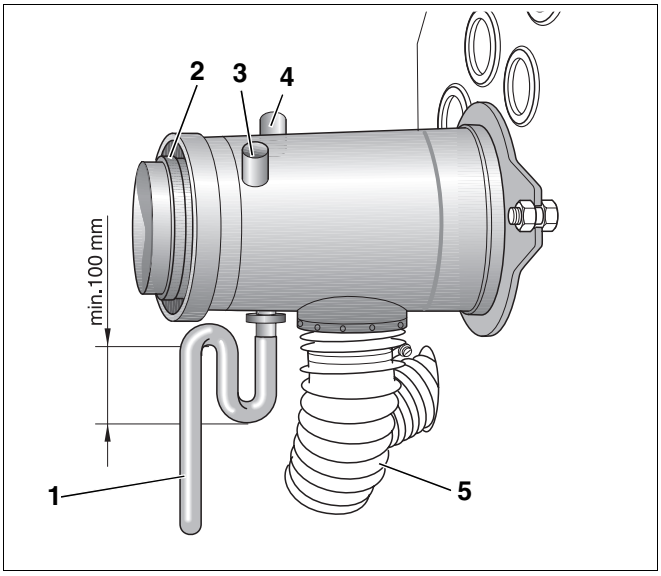
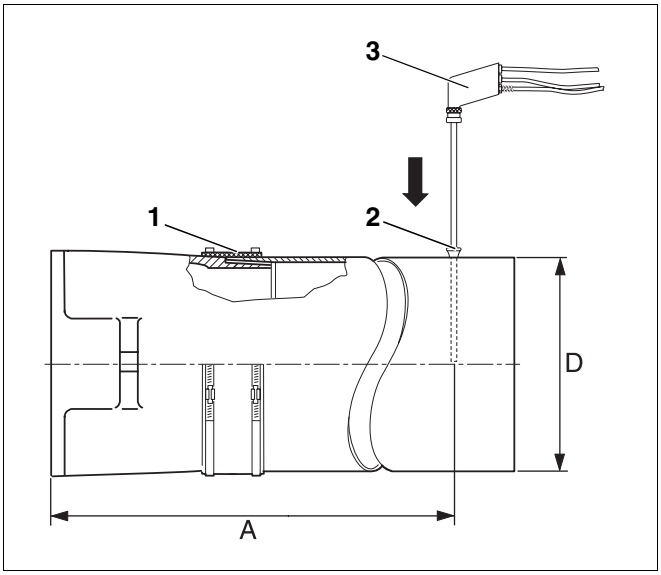

Abb. 21 Luft-Abgas-Anschlussstutzen
Abb. 22 Messwerte aufnehmen
Die Messungen erfolgen grundsätzlich im Abgasrohr (Abb. 22) oder im Luft-Abgas-Anschlussstutzen (Abb. 21).
Die Messöffnung (Muffe; Abb. 22, **Pos. 2**) sollte im Abstand „A“ (ca. 2 × Durchmesser Abgasrohr „D“) vom Abgasstutzen angebracht werden (Abb. 22). Wenn die Abgasanlage unmittelbar nach dem Heizkessel mit einem Bogen angeschlossen ist, muss vor dem Bogen gemessen werden.
Wir empfehlen Ihnen, eine Abgasrohr-Abdichtmanschette (Abb. 22, **Pos. 1**) zu verwenden.
- Messsonde (Abb. 22, **Pos. 3**, Seite 22) bis in den Kernstrom (Mitte Abgasrohr) des Abgases eintauchen (höchste Abgastemperatur).